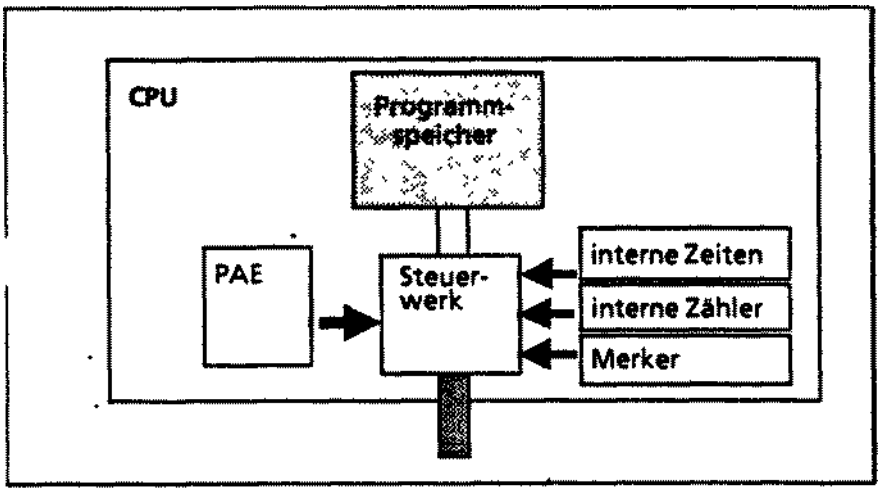

Рис. 2.6. Процессор в качестве "организатора".
* Теперь начинается выполнение прикладной программы. Процессор последовательно считывает из памяти программ оператор за оператором и выполняет их. При этом производятся логические операции, вычисления с таймерами и счетчиками из PAE, происходит анализ их значений, а также значений меток (рис. 2.6).